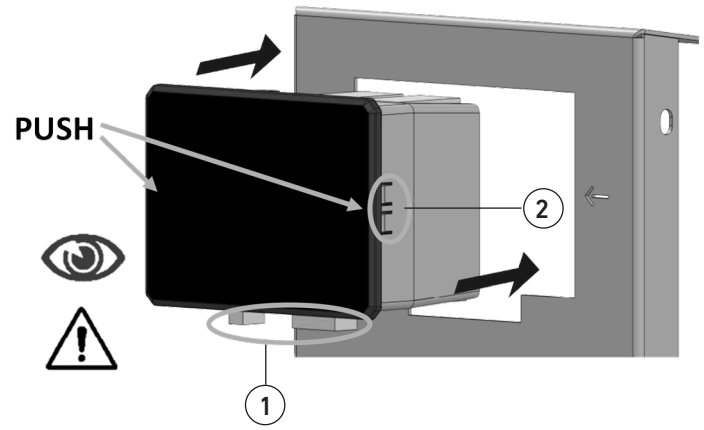

fig. 22
- Effectuer une connexion correcte du dispositif (NE PAS inverser les connecteurs, respecter les connexions données par le fabricant) et faire attention à la direction dans laquelle la centrale doit entrer (fig. 22 détail 1) ;
- Pour mettre le composant en place, appuyer sur les bords latéraux de la centrale près des flèches, comme indiqué sur la fig. 22. Lorsque le composant a atteint la butée, les dents latérales (fig. 22 détail 2) émettent un « clic » indiquant l'ancrage correct à la tôle.